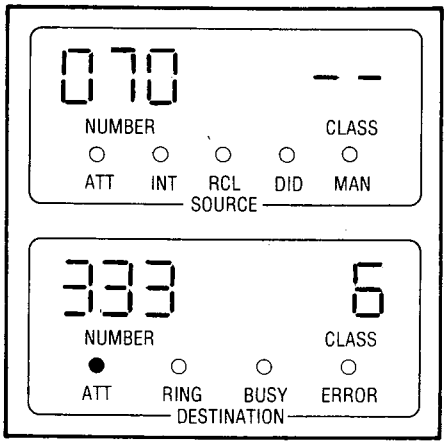

Fig. 217-4
- SOURCE display (Fig. 217-4) shows the equipment number of the calling trunk)
SPLIT CALL TO DESTINATION (FIG. 217-4)